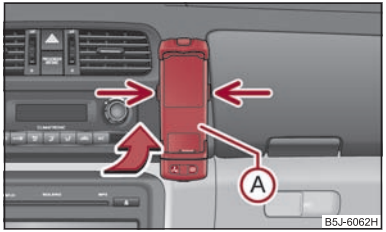

Fig. 101 Universal preparation for the phone
– First of all push the adapter (A) in the direction of arrow ⇒ fig. 101 up to the stop into the mount. Press the adapter slightly downwards, until it locks securely into position.
– Insert the mobile phone into the adapter (A) (as specified in manufacturer's instructions).
– Press simultaneouly the side locks of the mount and remove the mobile phone and adapter ⇒ fig. 101. ▶